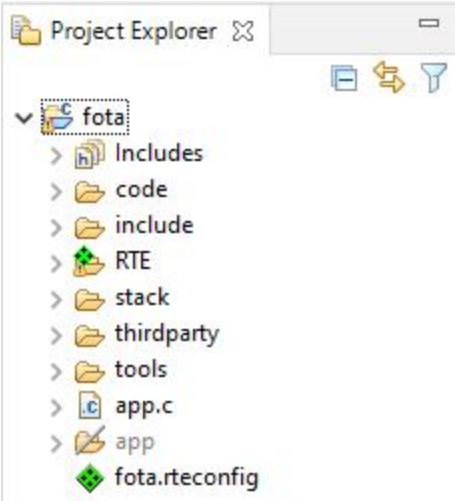

**Figure 13. Copying the Project**
1. Import the source code project. Navigate to **File** > **Import** > **General** > **Existing Projects into Workspace**, set the **Select root directory:** option with the path to the source code **`<cmsis_pack_root>`***ONSemiconductor***`<device>`****`<version>`***firmware**source**lib**fota*, mark the checkbox **Copy projects into workspace**, and click **Finish**. The project appears in the left side of **Project Explorer**, as shown in the "Copying the Project" figure (Figure 13).